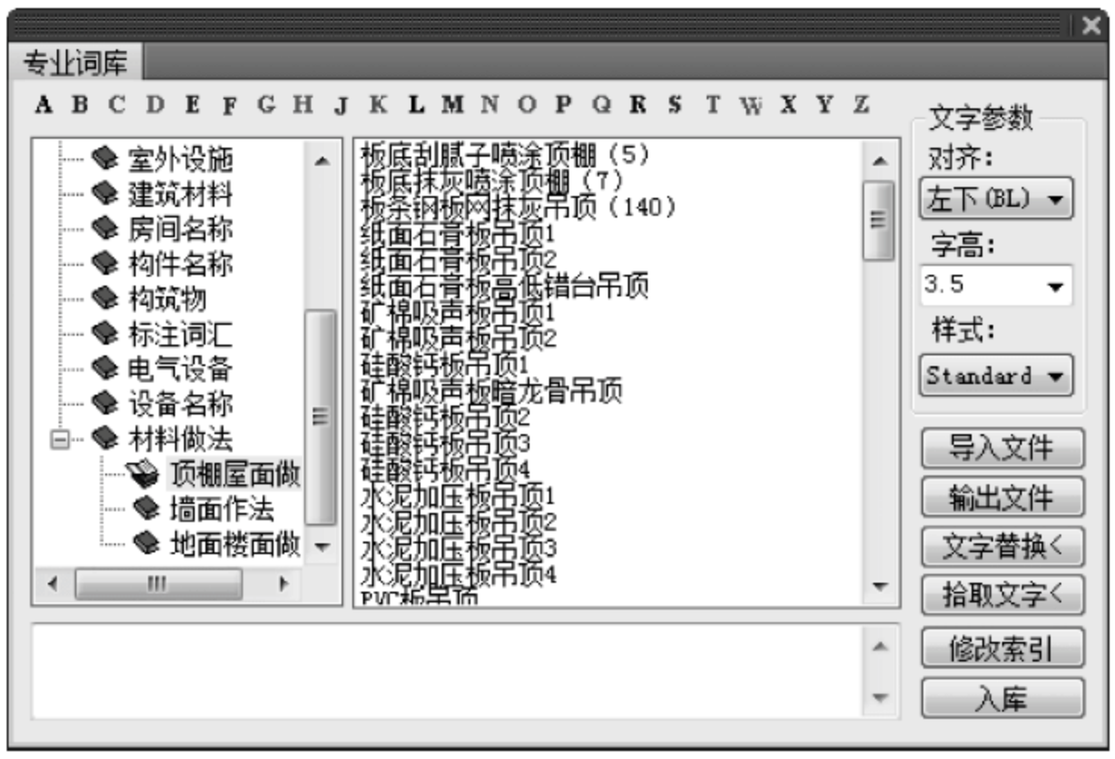

图 11-11　“专业词库”对话框
(1) 单击菜单中的“文字表格”→“专业词库”命令，打开的对话框如图 11-9 所示。在词汇分类中选择“顶棚屋面做法”，右侧词汇列表中选择“纸面石膏板吊顶 1”，在编辑框内显示要输入的文字，如图 11-11 所示。